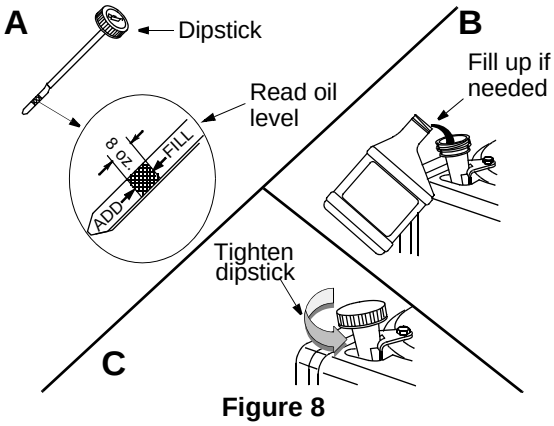

Figure 8
2. With engine on level ground, oil must be to FULL mark on dipstick. See Figure 8 .